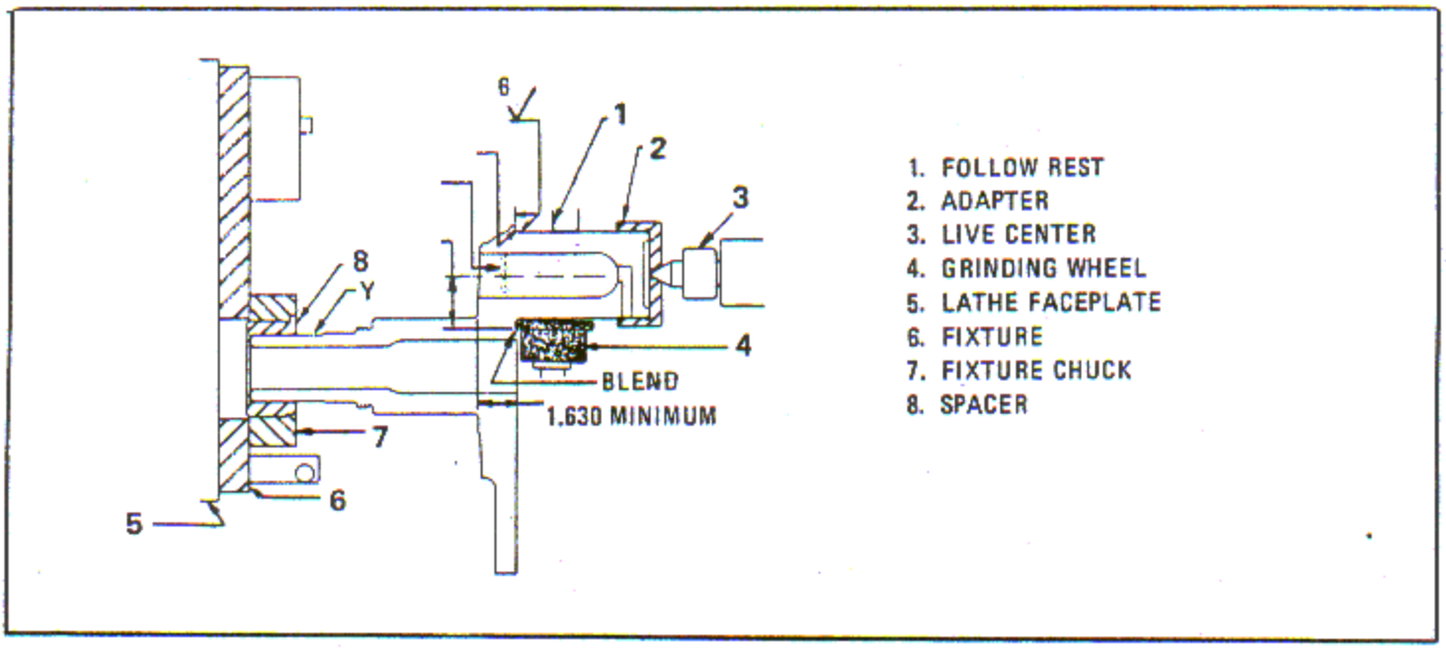

Figure 6-93. Crankshaft Crankpin Front Thrust Face Grinding
a. Clamp fixture (6, figure 6-93) to the faceplate (5) of a suitable engine lathe and indicate the fixture OD to run true within 0.0005 inch full indicator reading.
b. Assemble the fixture chuck (7) securely to the fixture base. Locate the clamping screws in holes stamped A, and install a suitable live center (3) in the machine tail stock.
c. Insert spacer (8) in fixture chuck (7) and place adapter (2) over the end of the crankpin clamping journal. Clamp the crankshaft in the
fixture chuck spacer (8, figure 6-93) locating on the Y diameter and supporting crankpin and adapter on live center as shown.
Thrust faces may be ground to a minimum wall thickness of 1.630 inches and a maximum radial dimension of 2.125 inches (4.250 inches diameter). See figure 6-93.